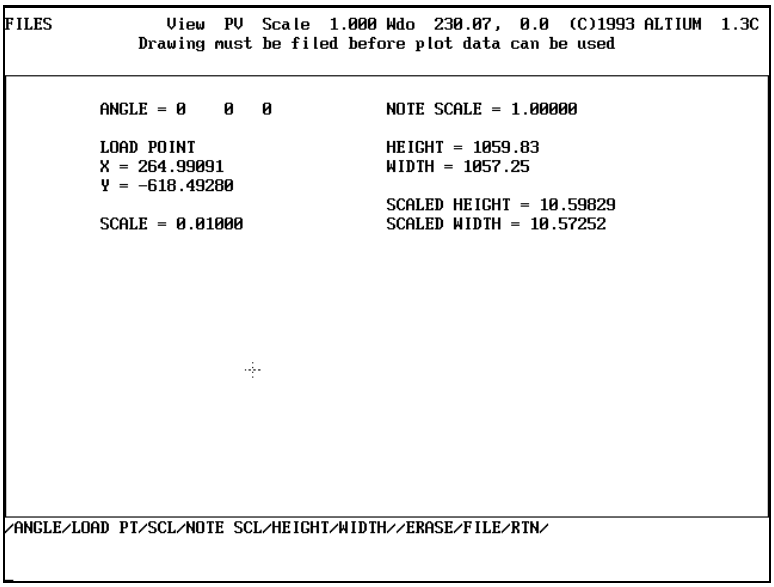

Figure 2 Plot data by indicate method..Screen 2
7. Press the YN button on the mouse to accept the plot area. The display screen shown in Figure 2 on page 28 - 2 appears and the menu prompt ***Drawing must be filed before plot data can be used*** appears near the top of the display screen. Notice that the scaled height and width of the plot is 10.59829" x 10.57252". (Yours may differ!)